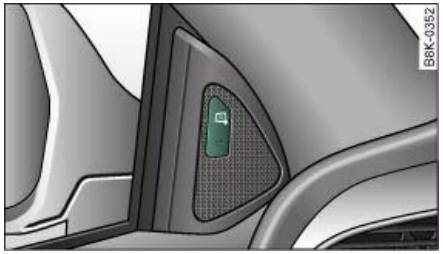

Fig. 165 Driver's door: Button for side assist ▶
– Press the button ⇒ *page 149,* fig. 165. The red indicator lamp in the button will light up.